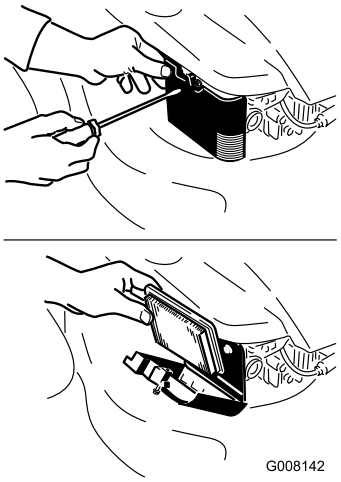

Figuur 22
2. Open het luchtfilterdeksel en verwijder het oude luchtfilter (Figuur 22).